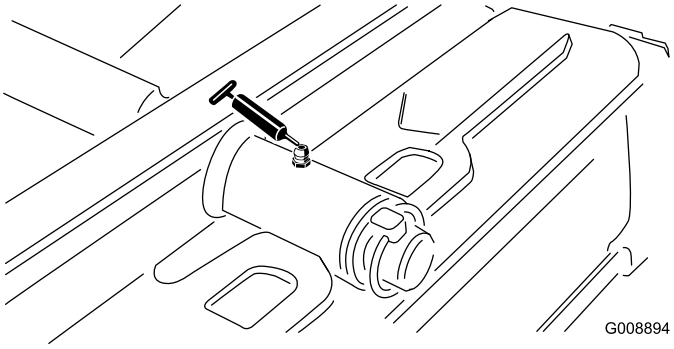

Figur 47
- Bakre klippenhetstapp (Figur 47)